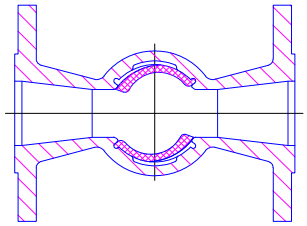

Abb. 3 / *fig. 3*
4. Büchse ins Gehäuse einbringen (Abb.3)
Büchse etwas versetzt in das Gehäuse einsetzen, so dass sie sich auf jeder Durchgangsseite selbst an einer Fensterrippe einhängt (Abb.3). Büchse unter die obere Halterippe des Gehäuses eindrücken.
4. Re-install sleeve (fig.3)
Install sleeve slightly offset so that sleeve can fit to the vertical ribs surrounding each port opening (fig.3). Press sleeve under the metal ribs on upper part of the body.